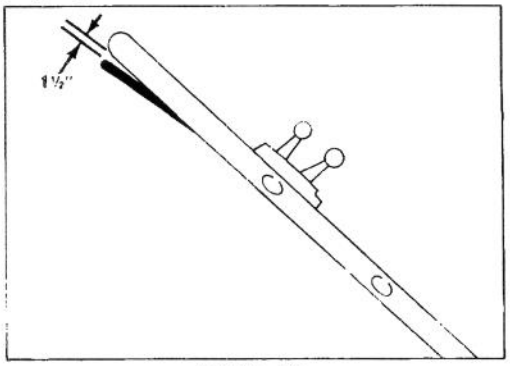

Figure 18
3. CHECK ADJUSTMENT — Slowly pull mower backward while control bar is gradually moved toward handle. Adjustment is correct when rear wheels stop turning and control bar is about 1-1/2 inches from handle (Fig. 18).